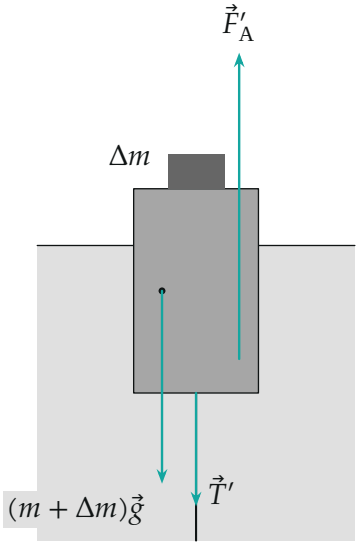

Рис. 4. Поплавок с грузом в новом равновесии: $F'_A = \rho g S(h + \Delta x + \Delta H)$ уравновешивает $(m + \Delta m)g$ и $T' = \rho g(H + \Delta H)S_2$.
5. Новое равновесие поршня и поплавка. Поршень теперь на глубине $H + \Delta H$, поэтому (рис. 4)